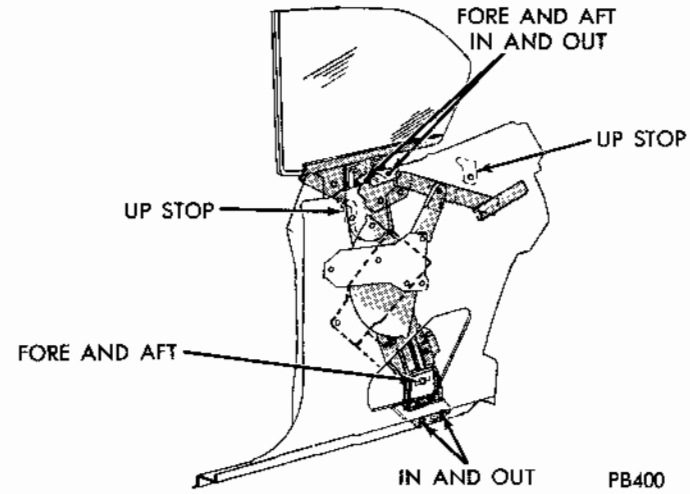

Fig. 8 - Rear Quarter Glass Adjustments
(1) With door closed, adjust quarter window track (Fig. 8) at upper attachment until rear of glass lightly touches belt line weatherstrip.
(2) Raise window seating top of glass against roof rail weatherstrip and front of window level with top of front door window.
(3) Adjust upper track until front of window is aligned with rear of front door window.
(4) Adjust lower front until front of window is aligned rear of front door window at roof rail.
(5) Adjust pivot bracket until top of window is fully against and parallel to roof rail weatherstrip. To raise front of window, lower front of bracket, to lower, raise bracket.
(6) Move upper track attachment forward and tighten when quarter window weatherstrip is against front door window.
(7) Tighten pivot bracket nuts.
(8) Loosen and position front and rear up stops against glass lower frame and tighten screws.
(9) Lower window until top of glass is even with or slightly below belt line outer panel.
(10) Position and tighten regulator stop against regulator sector stop.
(11) Position and tighten down stop against bumper.